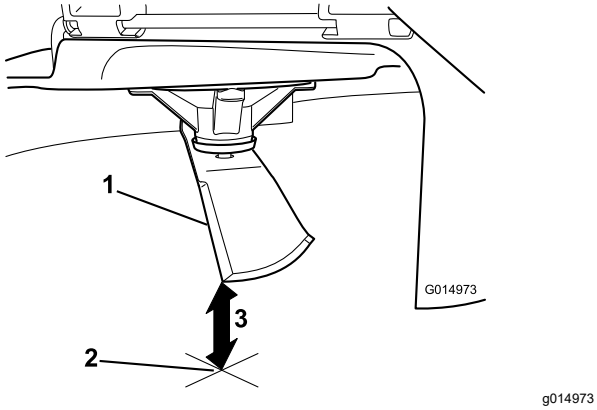

Figur 65
3. Mål fra knivtuppen til den flate overflaten (Figur 65).